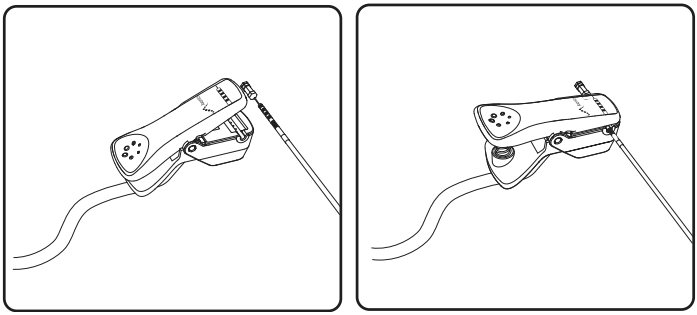

Afbeelding 15. De leadstimulatiekabel op de tined lead aansluiten
10. Sluit de teststimulatiekabel van de tined lead aan op de lead (**afbeelding 15**). Gebruik de CP om te verzekeren dat alle 4 contacten elektrisch zijn aangesloten.